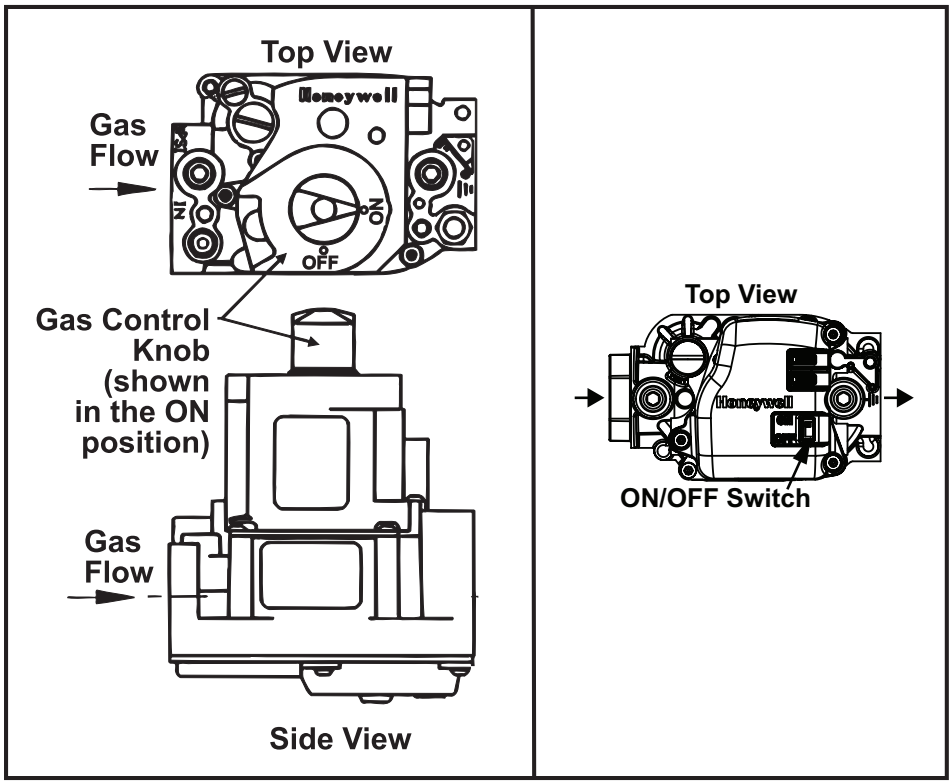

Figure 12. Gas Valve ON/OFF Control
3. Open access door and locate gas control (ON/OFF) knob or switch on gas valve (see **Figure 12**).